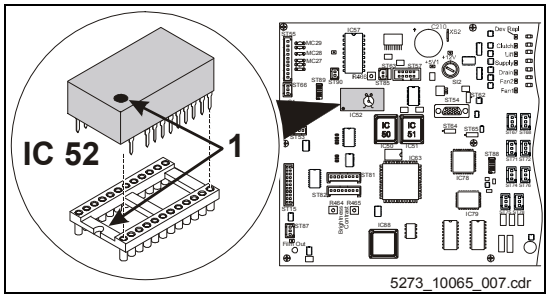

Figure 1: Replacing the clock chip
(3) Carefully pull the clock chip out of its socket using a small screwdriver. See Figure 1.
(4) Insert the new clock chip in the correct position according to the socket notch (1). Carefully place the pins on the socket and do not distort the chip when pressing it down!